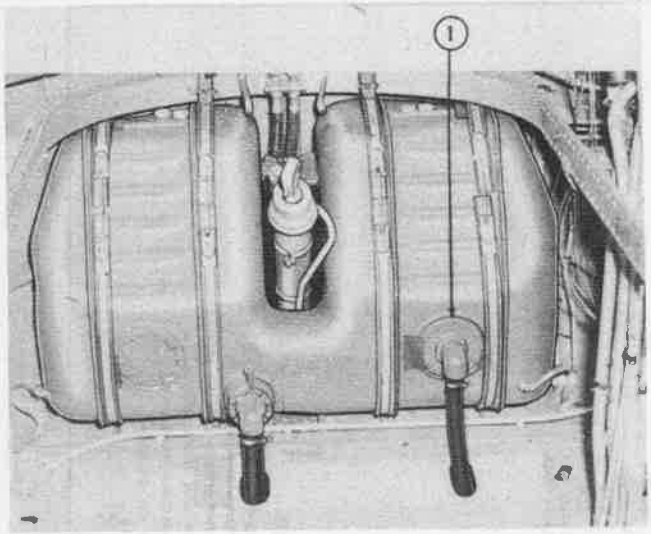

Figure 270—Oil Tank Installed
(1) COMPONENTS.—The component parts of each oil system are as follows: an oil tank located in the nacelle (figure 270), an oil temperature regulator
(4) Open the drain plug on the oil cooler and drain all the oil into a clean vessel.
(5) Drain the oil from the engine according to directions given in paragraph 6.*b*.(1)*(b)*3., this section.
d. OIL TANKS. *(See figure 270.)*
(e) Remove the tank cross braces (figure 270) above the landing gear retracting strut.